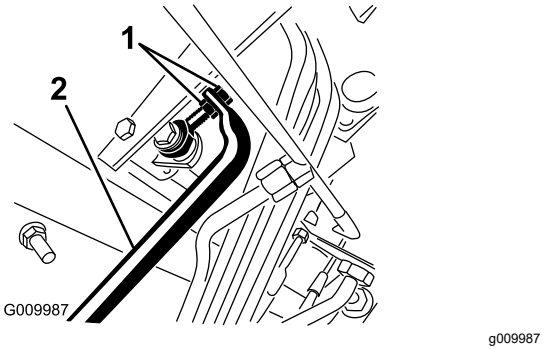

Figur 67
4. Juster låsemutrene på pumpens stagende for å flytte pumpekontrollrøret forover for å unngå bevegelse framover, eller bakover for å unngå bevegelse bakover (Figur 67).